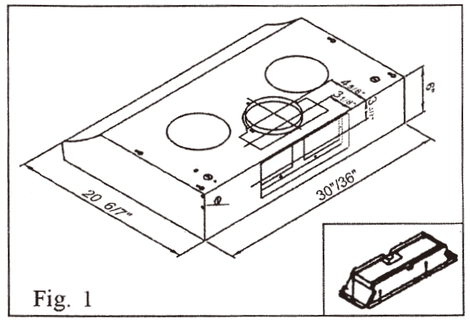

Fig. 1
1. Détails des dimensions.(Fig.1)